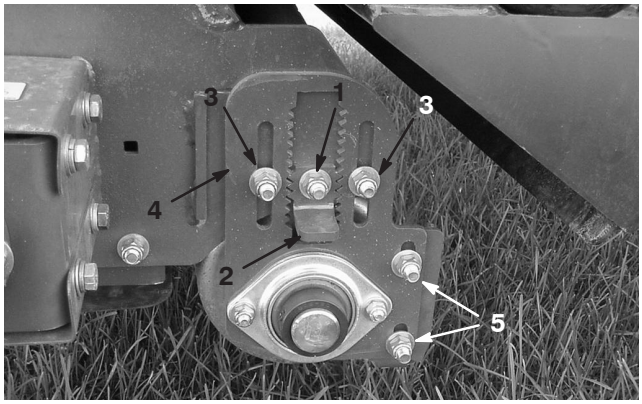

Bild 29
3. Lösen Sie die Sperrmutter am Höheneinstellschlüssel (Bild 29), sodass er ungefähr 12,7 mm herausgezogen werden kann.
4. Lösen Sie die Sperrmuttern für die Höheneinstellung der Rolle (Bild 29).
5. Ziehen Sie den Höheneinstellschlüssel heraus und bewegen Sie die hintere Rolle langsam nach oben oder unten, schieben Sie gleichzeitig die Einstellplatte für die Rollenhöhe auf die gewünschte Höhe (Bild 29).
Die Rollenschürfleiste (Bild 29) sollte eingestellt werden, sodass ein Abstand von 1,6 mm zwischen der Schürfleiste und der Rolle besteht. Lösen Sie die Einstellmuttern für die Rollenschürfleiste, positionieren Sie die Rolle wie gewünscht und ziehen Sie die Muttern fest.